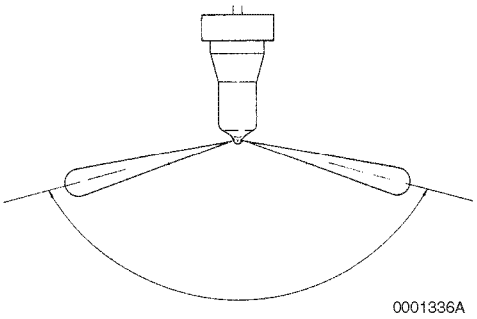
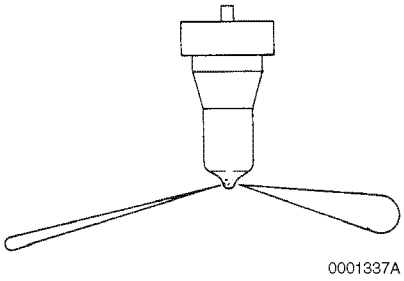

Figure 7-53
Figure 7-54
6. Pump the operating lever more rapidly to repeatedly "pop" the injector and observe the spray pattern. The pattern should be a very fine uniform spray **(Figure 7-53).** If a dripping or an uneven pattern is seen **(Figure 7-54)**, service or replace the injector.